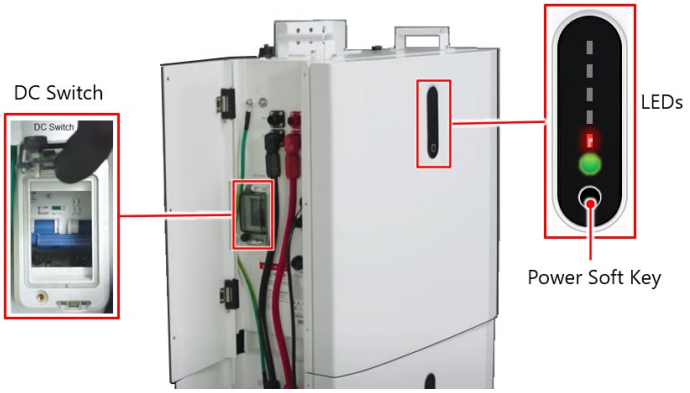

*Figure 3 SolarEdge Home Battery 48V - Controls*
7. Turn off the DC Switch on the battery (see Figure 3).
8. Press the Power soft key for 3 to 6 seconds until the red LED of the battery turns off (see Figure 3).
2. Turn on the DC Switch on the battery (see Figure 3).
3. Press the Power Soft Key on the battery for 3 to 6 seconds till all LEDs turn on (see Figure 3).
4. Turn the switch of the Inverter to the "**I**" position and wait until a green LED start blinking (see Figure 3).
b. Turn off the DC Switch on the battery (see Figure 3).
c. Press the Power soft key for 3 to 6 seconds until the red LED of the battery turns off (see Figure 3).
f. Turn the DC Switch of the battery to "**I**" to turn on the battery (see Figure 3).
g. Press the Power soft key to turn on the battery (see Figure 3).